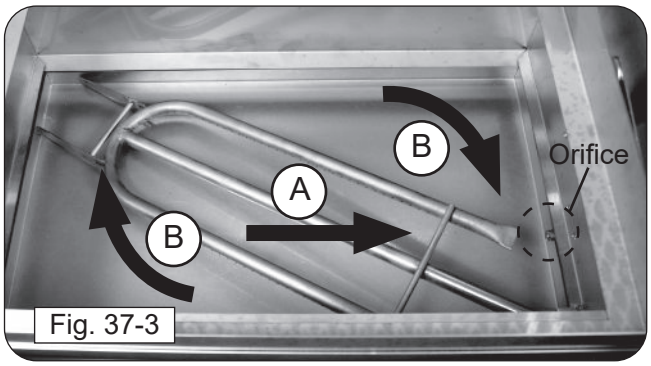
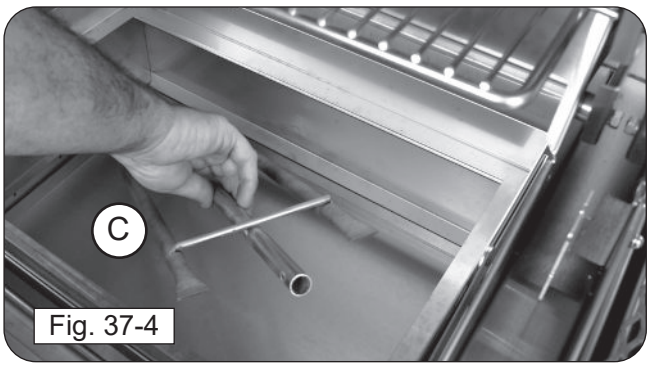

Fig. 37-3
Fig. 37-4
4. To unsecure the burner; slightly lift the left side upward, shift the entire burner to the right, then rotate clockwise until the burner clears the orifice (see Fig. 37-3). To remove the free burner; lift the right side upward until it clears the grill interior, then completely lift out the burner (see Fig. 37-4).